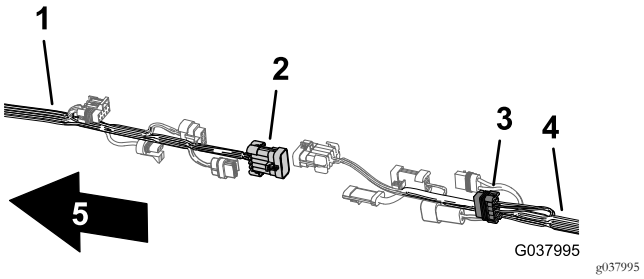

Figuur 110
6. Sluit de stekker met 10 pinnen van de voorste kabelboom voor de verbinding van de spuitmachinekabelboom aan op de connector met 10 contacten van de achterste kabelboom voor de verbinding van de spuitmachinekabelboom (Figuur 110).